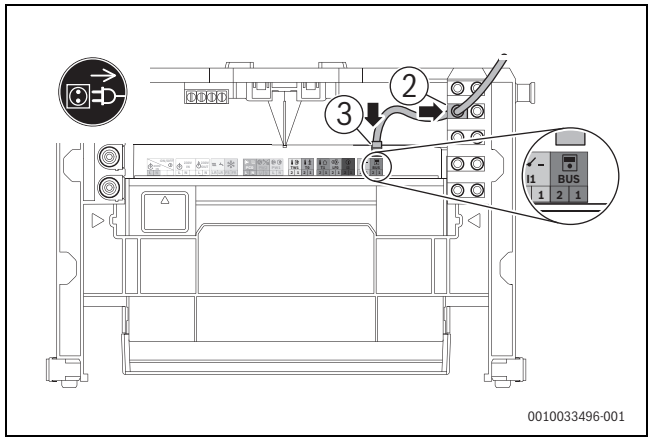

Rys. 120 Podłączenie osprzętu CS 36 do magistrali BUS
- Zamontować uchwyt odciążający przewodu magistrali BUS (→ rys. 120, [2]).
- Podłączyć przewód magistrali BUS do gniazda BUS na listwie zaciskowej (→ rys. 120, [3]).